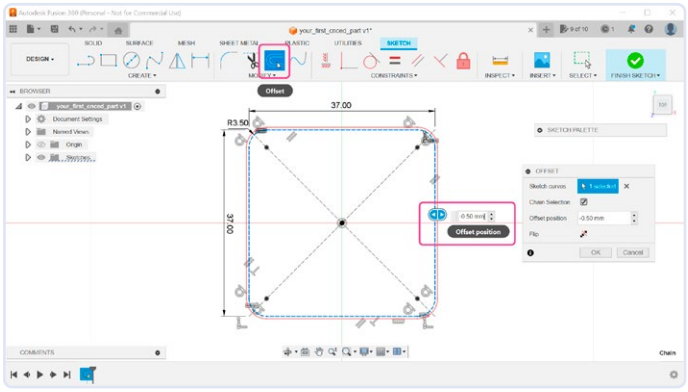

Figuur 5. De behuizing een tikje groter maken zodat de print beter past.
5. De behuizing moet een tikje groter zijn dan deze rechthoek met afgeronde hoeken zodat de print er probleemloos in past (**figuur 5**). Selecteer in de werkbalk het gereedschap *Offset* en voer een waarde van –0,5 mm in.